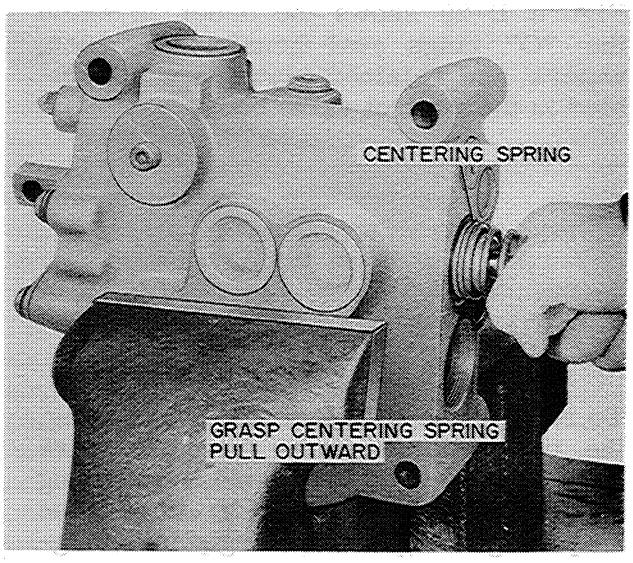

Figure D-18
2. The Tilt Spool can now be pulled out of the rear of the valve body, Figure D-18.